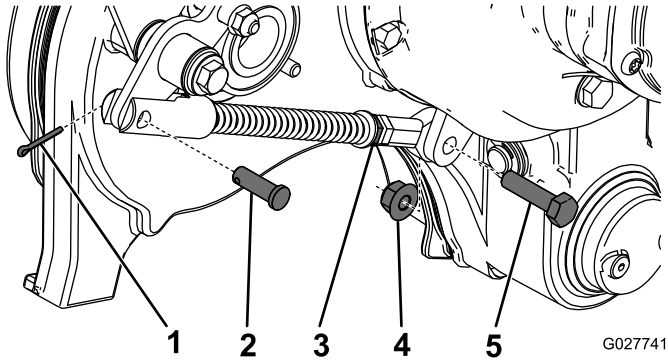

Figur 47
3. Fjern splitten, gaffelbolten, møtrikken og bolten, der fastgør vinkelarmens forbindelsesenhed til maskinen (Figur 47).
5. Tilspænd kontramøtrikken, og monter vinkelarmens forbindelsesenhed ved brug af den hardware, der blev fjernet tidligere (Figur 47).